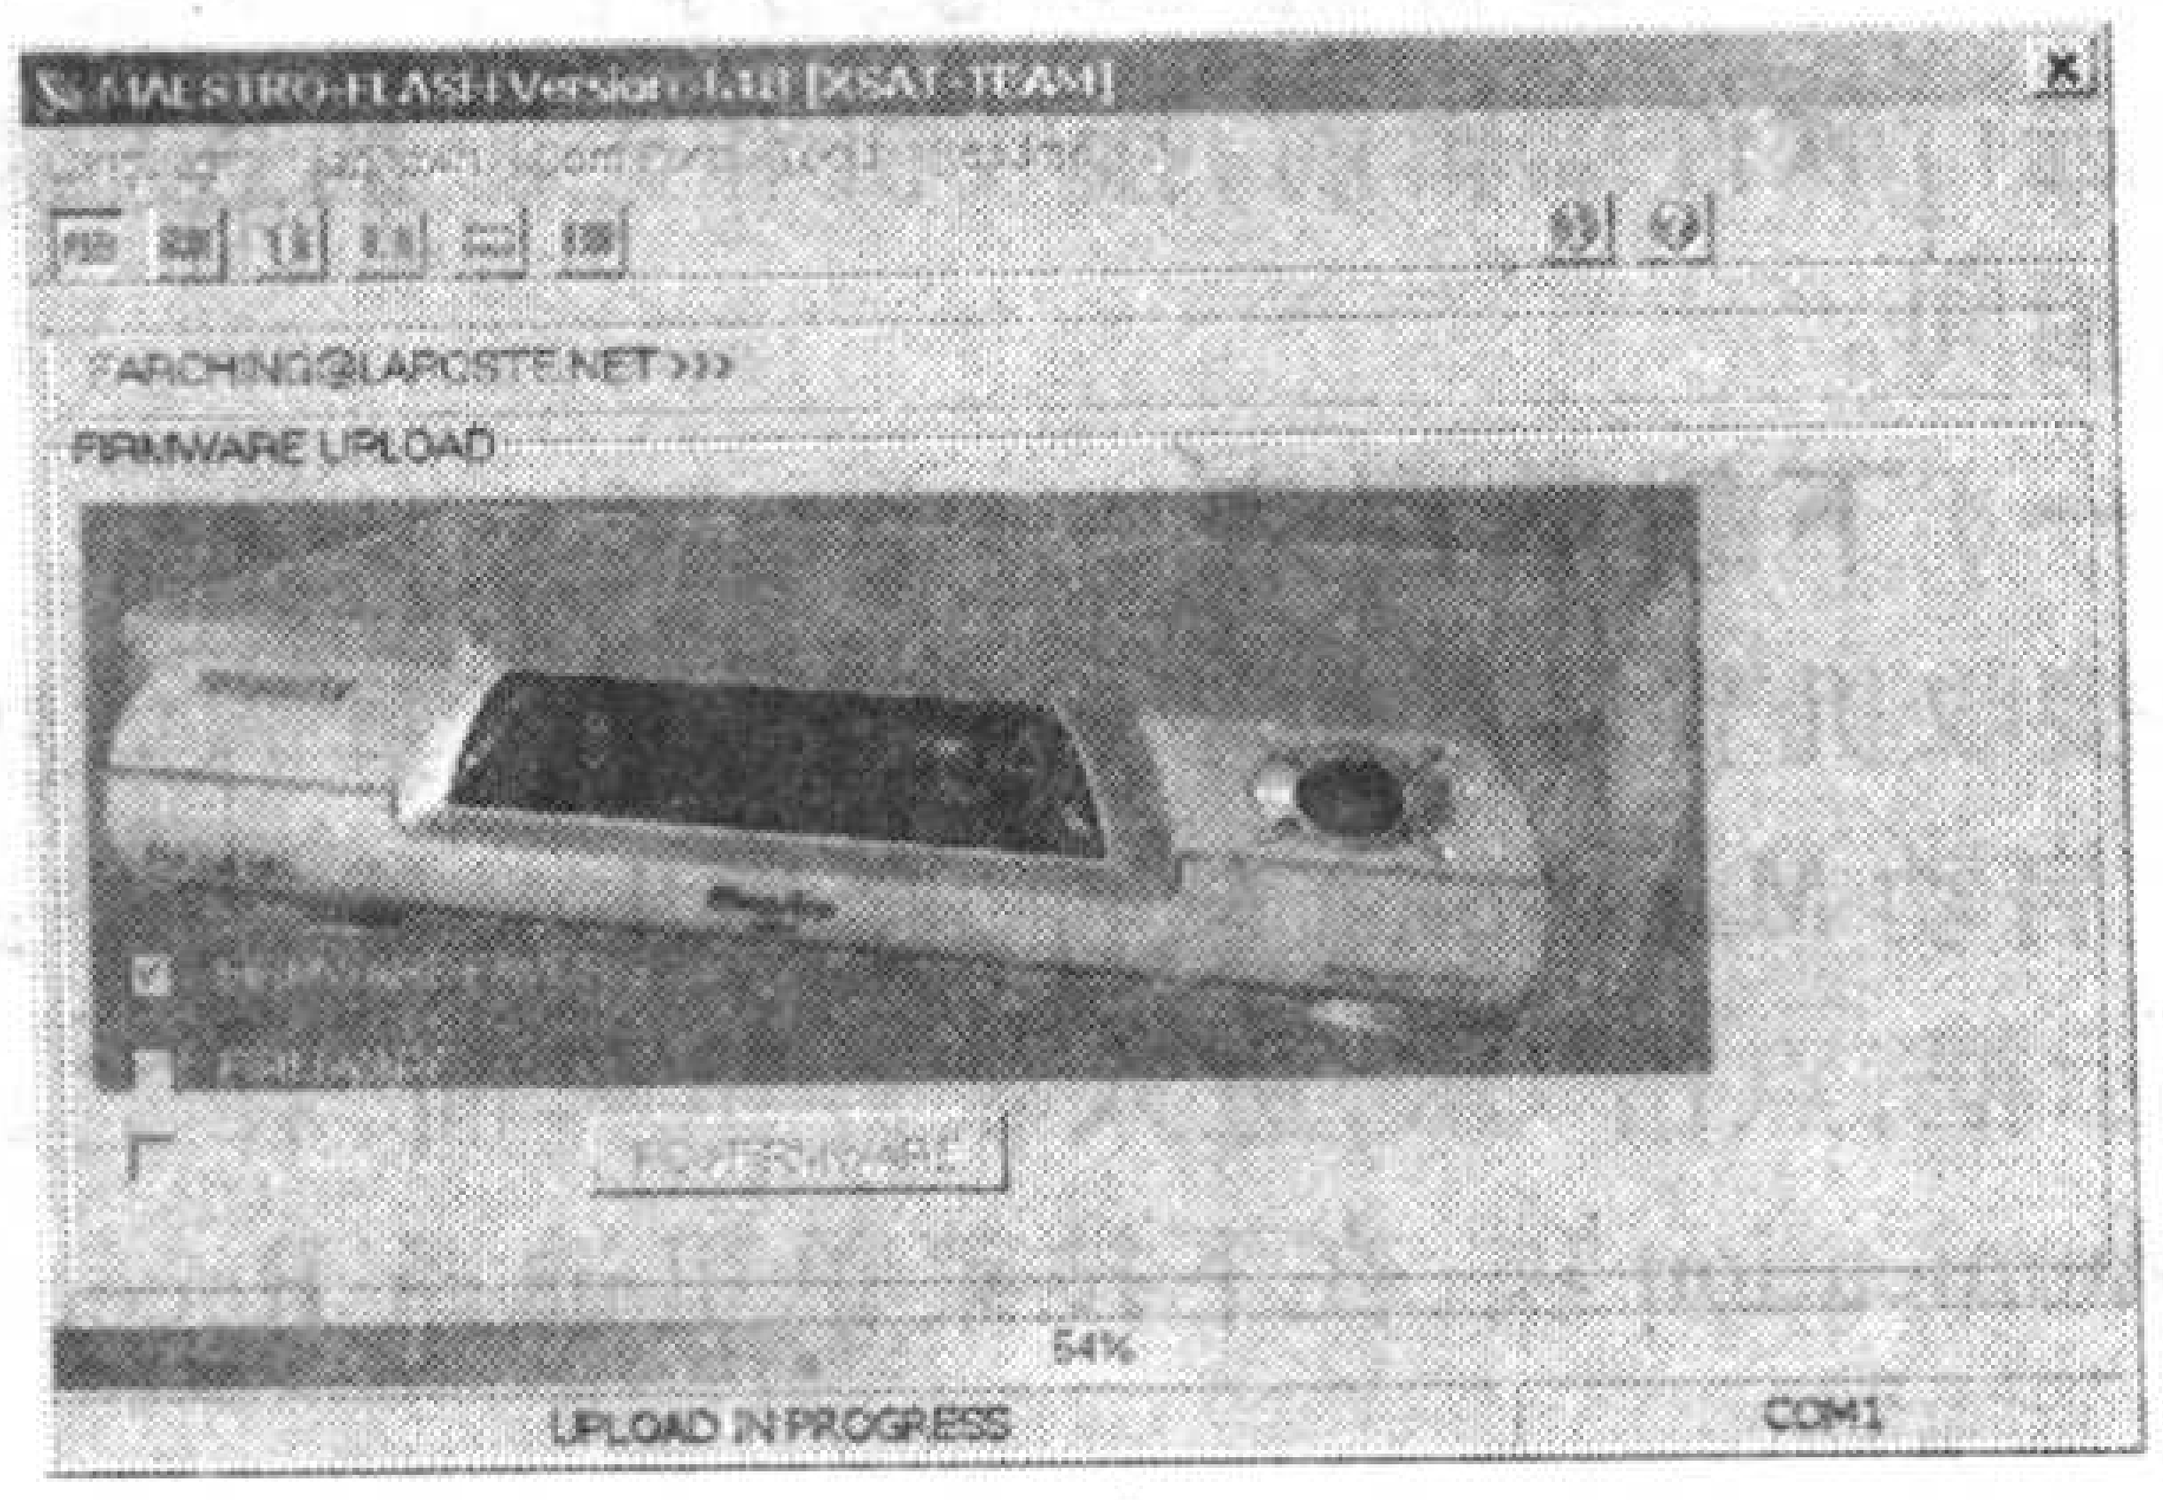

图 26
4. 按照同样的步骤进行，软件自动进入上传状态，同时数码管显示“LOAD”字符，红灯不断闪烁。(见图 26)。